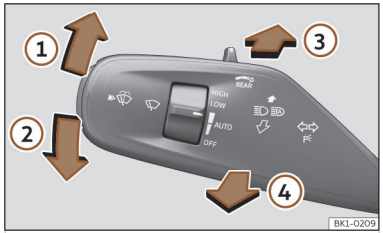

Abb. 102 Blinker- und Fernlichthebel.
- Drücken Sie den Blinker- und Fernlichthebel aus der Ausgangsstellung nach vorne ››› **(Abb. 102)** ③.
- **ODER:** Ziehen Sie bei eingeschaltetem Fernlichtassistenten den Blinker- und Fernlichthebel nach hinten ››› **(Abb. 102)** ④.